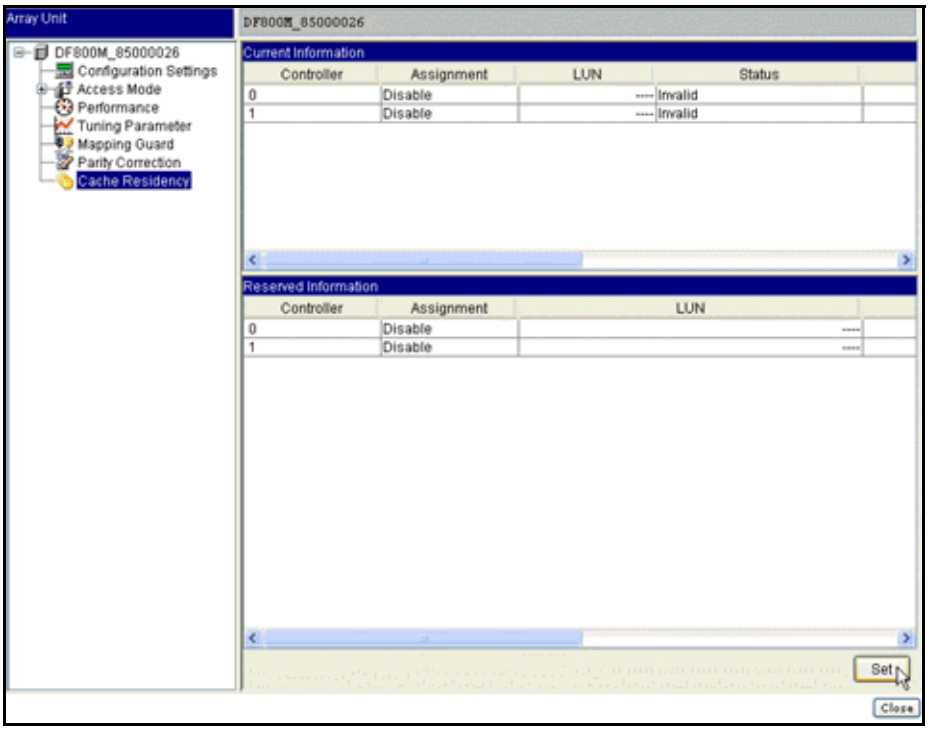

Figure 6-1: Cache Residency Manager
5. Click **Cache Residency**. Figure 6-1 appears.